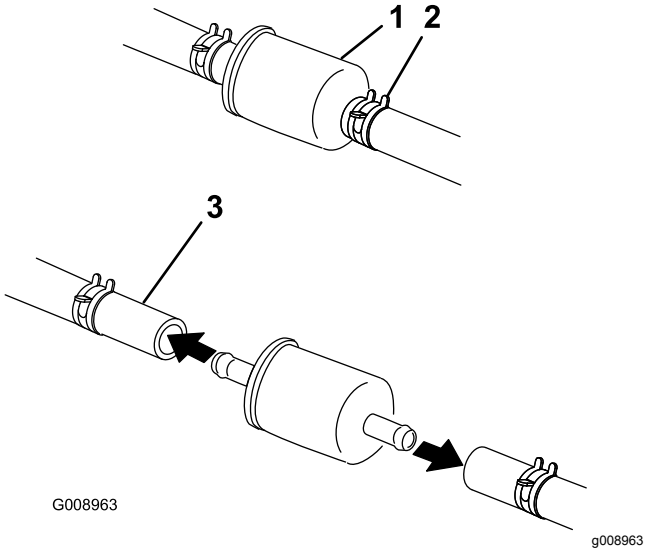

Figura 59
4. Cierre la válvula de cierre de combustible, situada debajo del asiento (Figura 59).
5. Apriete los extremos de las abrazaderas y deslícelas por la manguera alejándolas del filtro (Figura 59).
7. Instale un filtro nuevo y acerque las abrazaderas al filtro (Figura 59).